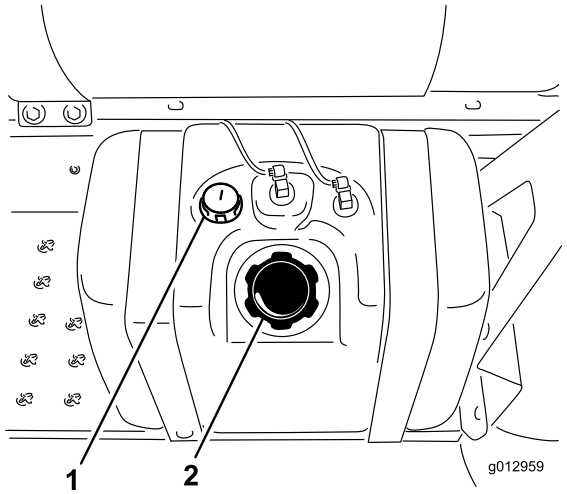

Figuur 17
3. Maak de omgeving van de dop van de brandstoftank schoon (Figuur 17).